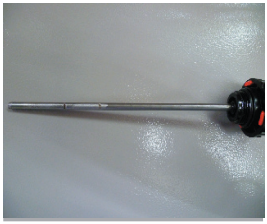

Abb. 13
- Hydraulikölstand kontrollieren (bei Ölverlust Dichtheit der Anlage prüfen). Ziehen Sie den Ölmessstab zum Ablesen aus dem Öltank (Abb. 13).